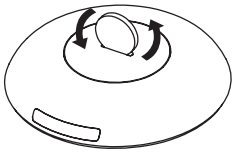

Abb. 20
2. Drehen Sie die hintere Abdeckung mit einer Münze oder einem ähnlichen Gegenstand gegen den Uhrzeigersinn, um sie zu öffnen. (Abb. 20 und 21)